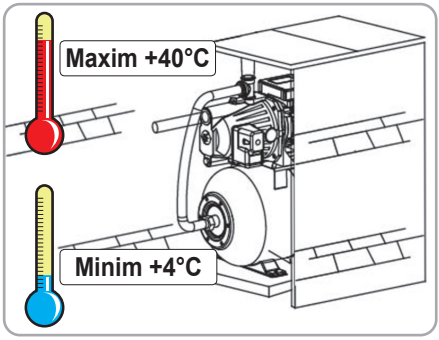

Fig.2
- Pe intreaga perioada de functionare a hidroforului trebuie sa i se asigure un mediul uscat si ventilat la temperaturi cuprinse intre +4...40°C (Fig.2).
- Hidroforul poate fi instalat si afara daca au o acoperire adecvata pentru a preveni ploaia, vantul sau inghetul (Fig.2).